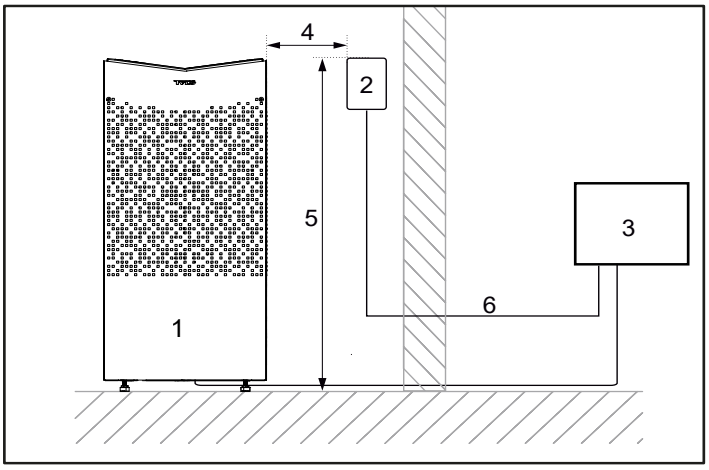
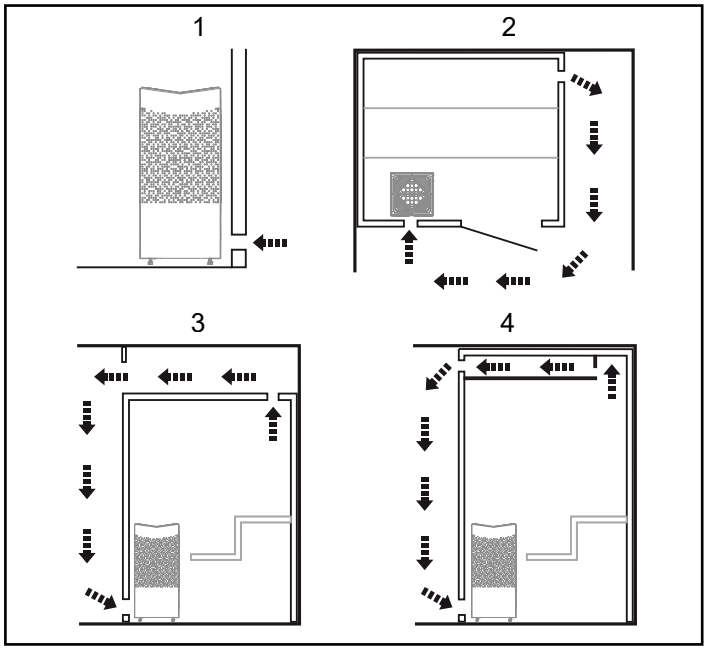

Abbildung 5: Sicherheitsabstand/Montagehöhe, Bedienpanel
Abbildung 6: Positionierung der Be- und Entlüftungsöffnungen
- Planen Sie die Positionierung des Bedienpanels (zulässige Positionen können Sie der beiliegenden Anleitung für das Bedienpanel entnehmen). Ziehen Sie auch den Abschnitt „Bedienpanel“, Abbildung 5, zu Rate.
- Positionieren Sie die Belüftungsöffnung (siehe Abschnitt „Positionieren der Belüftungsöffnung“, Abbildung 6).
- Positionieren Sie die Entlüftungsöffnung (siehe Abschnitt „Positionieren der Entlüftungsöffnung“, Abbildung 6).
Das Bedienpanel kann in einem Tylö-Saunaraum oder einem selbst gebauten Saunaraum mit korrekter Belüftung platziert werden, der gemäß der von Tylö empfohlenen Belüftung arbeitet (Prinzip der natürlichen Belüftung). Lesen Sie die Abschnitte „Positionieren der Belüftungsöffnung“ und „Positionieren der Entlüftungsöffnung“ in dieser Anleitung, Abbildung 6. Das Bedienpanel muss immer außerhalb des Saunaraums platziert werden, wenn diese Anforderungen nicht erfüllt sind. Wenn Sie das Bedienpanel in einer Saunakabine installieren, muss es unter Berücksichtigung der Sicherheitsabstände und der Installationshöhe positioniert werden (siehe Abbildung 5).
- im größtmöglichen Abstand zur Belüftungsöffnung, also beispielsweise schräg gegenüber (siehe Abbildung 6).
- hoch oben an der Wand oder in der Decke (siehe Abbildung 6).